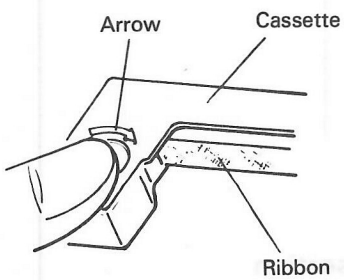

Fig. 6-6
- Before placing the cassette, turning the button at one end in the direction of the arrow until the ribbon becomes tense (Fig. 6-6).